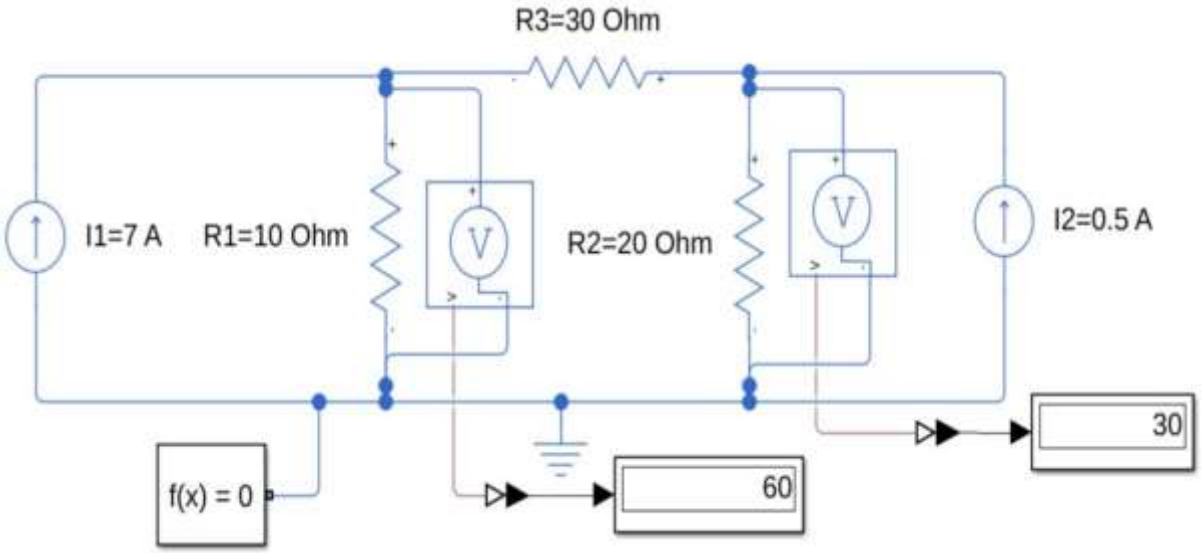

Fig. 2: Two-node circuit used for nodal analysis
14. Place three Resistor blocks and set R1 = 10 Ω, R2 = 20 Ω, and R3 = 30 Ω, and wire them exactly as in the circuit diagram (Fig. 2), with R3 connecting the two nodes.